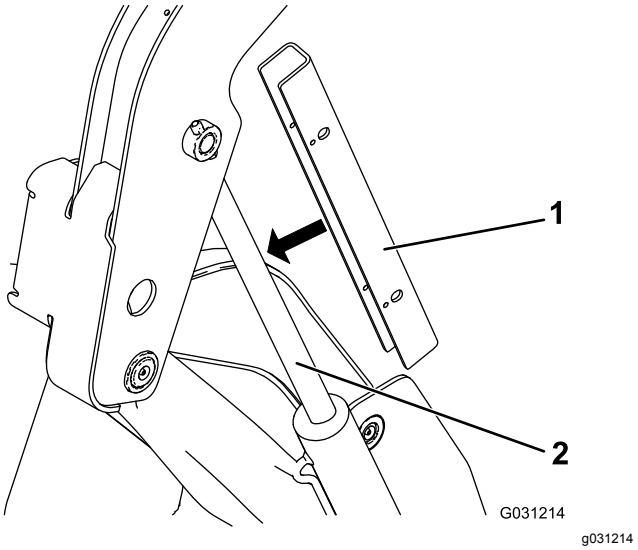

Figuur 38
5. Schuif de cilindervergrendelingen over de hefcilinderstang (Figuur 38).